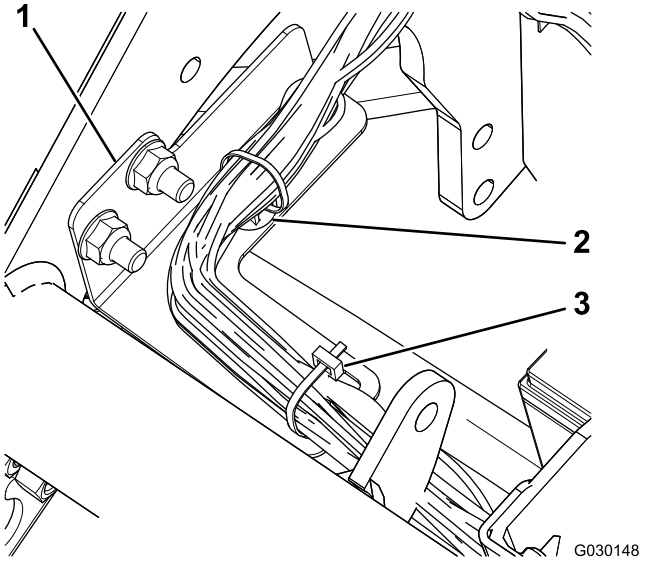

Figuur 5
7. Bevestig de kabelboom met de plug en een kabelbinder aan de draadboombeugel (Figuur 5).